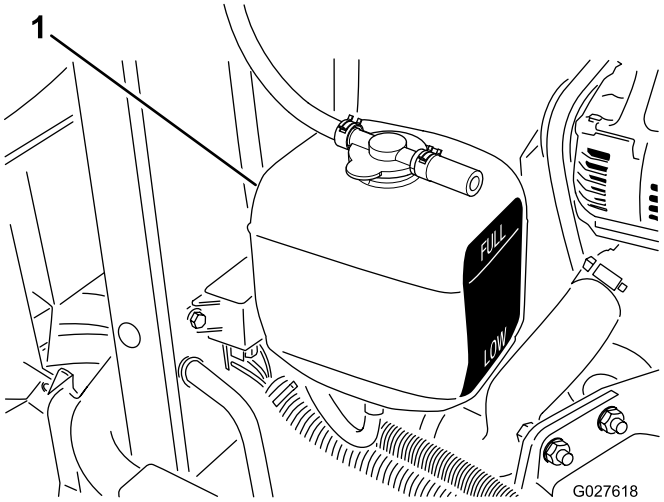

Figur 41
1. Kontroller kølevæskestanden i ekspansionsbeholderen (Figur 41).